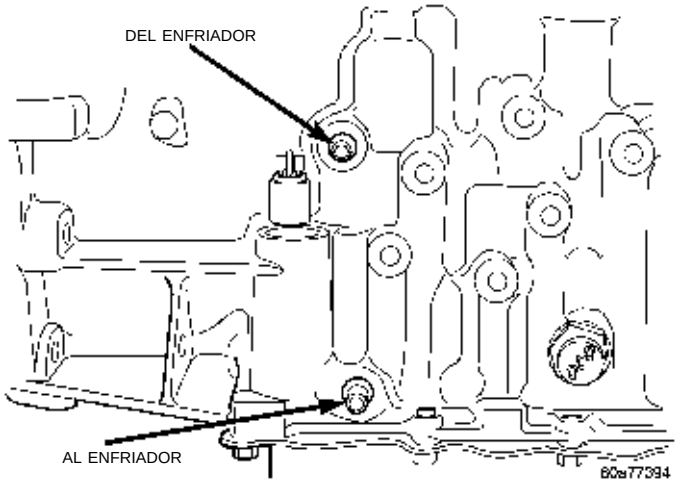

Fig. 6 Localización de los tubos del enfriador
(1) Retire el tapón de llenado de la placa de cierre de la herramienta 6906. Llene la mitad o 3/4 del depósito con solución lavadora nueva. Los solventes de lavado son soluciones con base de petróleo que se utilizan generalmente para limpiar los componentes de las transmisiones automáticas. **NO UTILICE** solventes que contengan ácidos, agua, gasolina o cualquier otro líquido corrosivo.
(2) Vuelva a instalar el tapón de llenado de la herramienta 6906.
(3) Verifique que el conmutador de alimentación de la bomba esté desconectado (OFF). Conecte la pinza de conexión roja al borne positivo (+) de la batería. Conecte la pinza de conexión negra (-) a una buena masa.
(4) Desconecte los tubos de enfriadores de la transmisión (Fig. 6).
(1) Desconecte de la transmisión los tubos del enfriador.
(2) Mediante una pistola de succión manual llena con espíritu de petróleo, lave a la inversa el enfriador. Inyecte el espíritu de petróleo en el tubo proveniente **Del enfriador** (Fig. 6) y recoja el líquido que sale por el tubo que se dirige **Al enfriador**. Observe la posible presencia de desechos en el líquido que